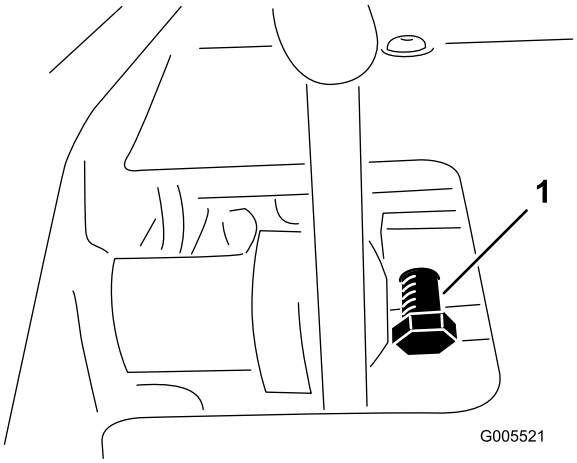

Figur 53
1. Løsne låsemutteren på pedallåsebolten (Figur 53).